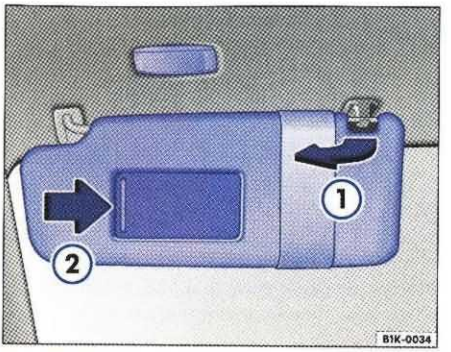

Rys. 47 Osłona słoneczna po stronie kierowcy
Osłonę słoneczną kierowcy i przedniego pasażera można wyjąć z uchwytu w środkowej części samochodu i odchylić na drzwi ⇒ rys. 47 ①. Ponadto osłony słoneczne można przesuwać w tył w kierunku wzdłużnym [40].